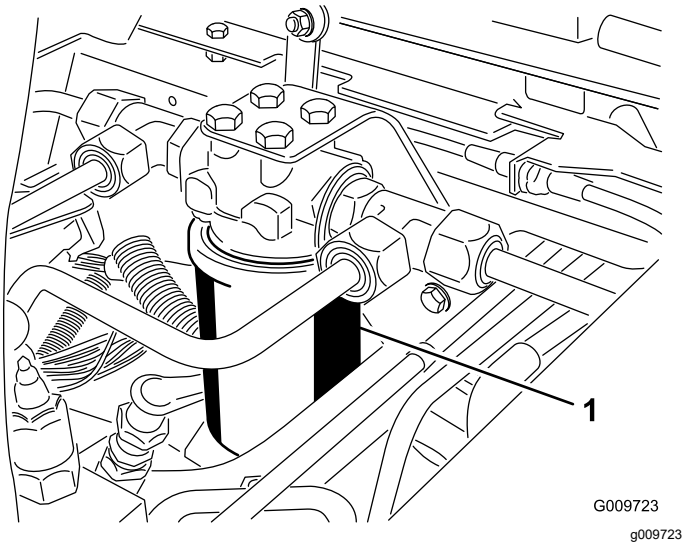
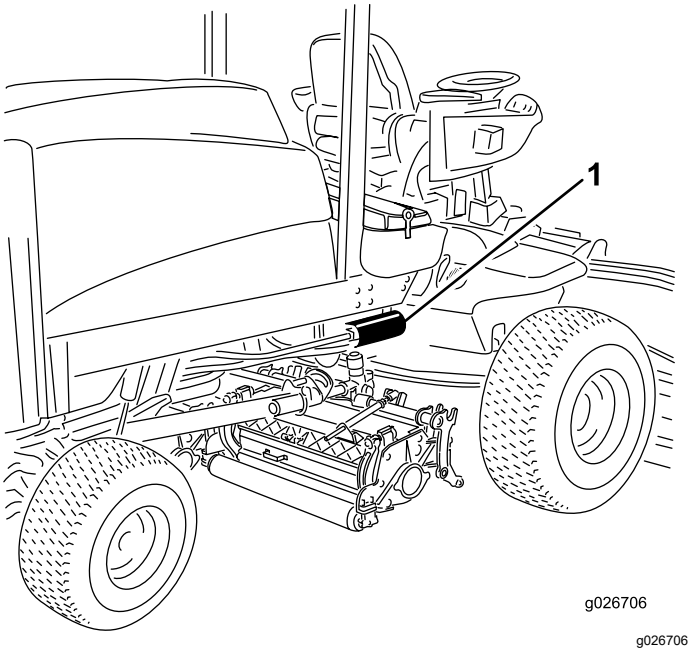

Figur 74
Figur 75
2. Rengjør området rundt der filteret skal festes. Plasser et tappefat under filteret, og ta ut filteret (Figur 74 og Figur 75).